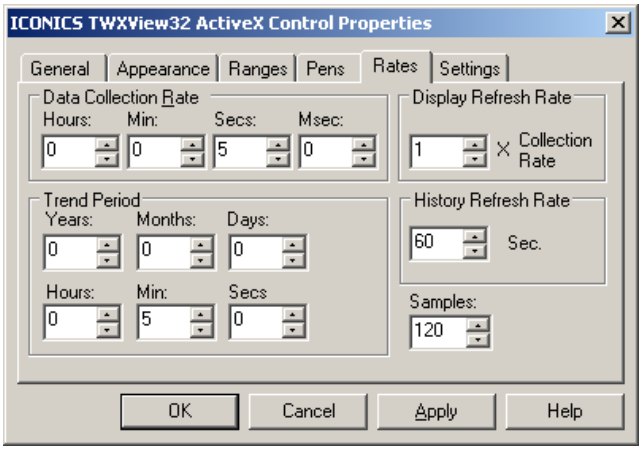

Figure L13.27 - Configuring the Data Collection Rate
3. Set the Data Collection Rate to five (5) seconds as this was also the data collection rate used in the Data Logger. Although the data collection rates do not have to be the same in the Logger and Viewer, it is advised to make the Trend Viewer's data collection rate an integer multiple of the Data Logger's data collection rate.
4. Set the Display Refresh Rate to one (1) times the collection rate so that the display will refresh every 5 seconds.
6. Enter a Trend Period of five (5) minutes, as depicted in Figure L13.27.